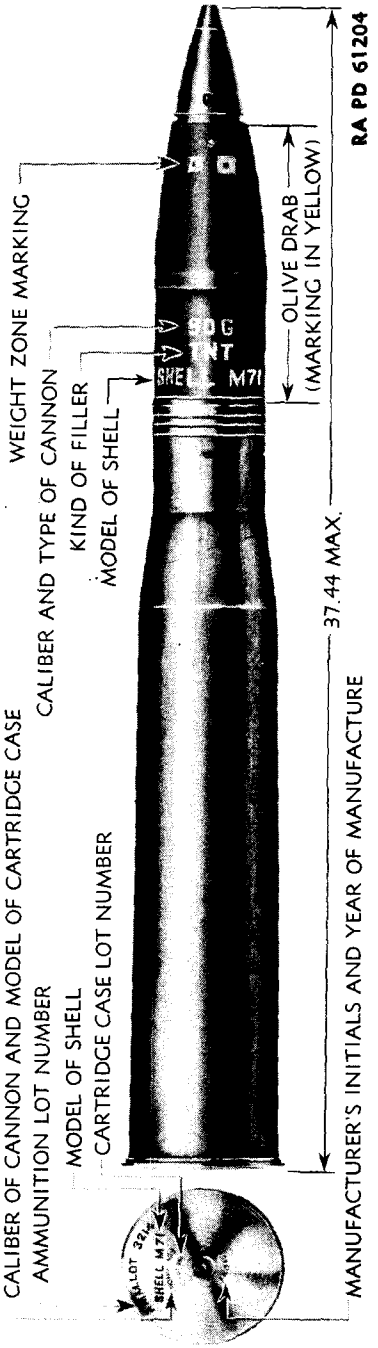

Figure 54 — H.E. Fixed Shell M71, With P.D. Fuze M48A2, SQ and 0.05-second Delay, for 90-mm Guns
(1) Do not break the moisture-resistant seal until ammunition is to be used. Ammunition removed from the airtight container, particularly in damp climates, is apt to corrode, thereby causing the ammunition to become unserviceable.
(2) Protect the ammunition, particularly fuzes, from sources of high temperature, including the direct rays of the sun. More uniform firing is obtained if the rounds are at the same temperature.
a. The ammunition authorized for use in the 90-mm Gun M3 is listed in table I together with essential data, and is illustrated in figures 54 to 58. Standard nomenclature is used in the listing of authorized rounds. Its use is mandatory for all purposes of record, except where the use of the Ammunition Identification Code (A.I.C.) symbol is prescribed to facilitate requisitioning and reporting in the field. Each complete round of fixed ammunition in a specific packing is assigned an A.I.C. symbol. These symbols are published in ORD 11 SNL's.